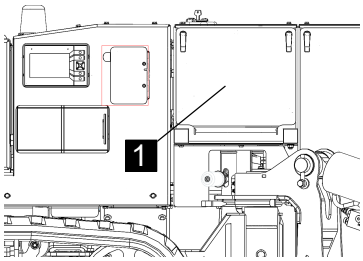

Fig. 183
1. Remove the cover (Fig.183/1).